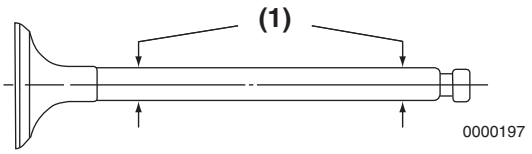

Figure 6-16
Use a micrometer to measure the valve stem diameter. Measure the valve stem near the combustion end and near the opposite end **(Figure 6-16, (1))**. Record the measurements. *See Intake / Exhaust Valve and Guide on page 6-6 for the service limit.*